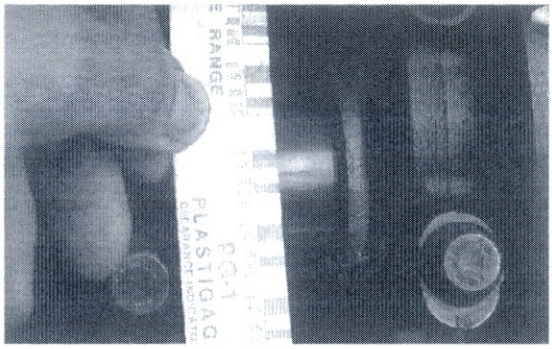

Bild 136
- ⚠ Mit Plastigage-Skala Breite des Mess-Streifens bestimmen und so Lagerspiel feststellen (Bild 136).
- Lagerspiel wie oben beschrieben bestimmen (Bild 136).